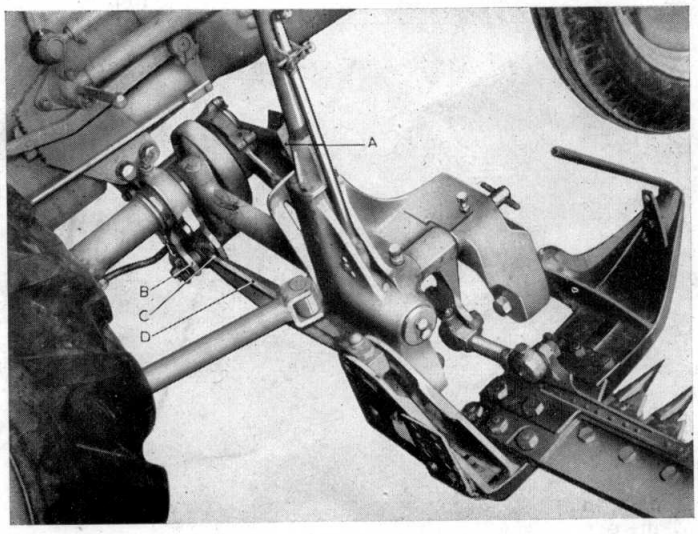

Fig. 8
9° Monter le protecteur avant (A) (fig. 8). La longue broche du protecteur se monte dans la chape inférieure du support (B) et maintient en même temps la rotule de la bielle de relevage (C). La broche courte passe dans un trou du support. La bloquer à l'aide de la vis située sous le tracteur, au milieu du support.